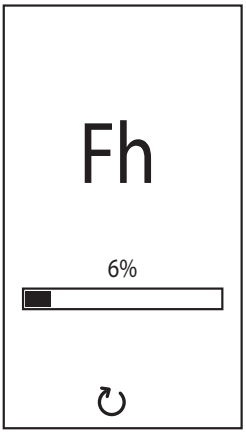

fig. 9 - Sfiato con ventilatore spento
- Nei successivi 280 secondi, prosegue il ciclo di sfiato con il ventilatore spento (fig. 9).